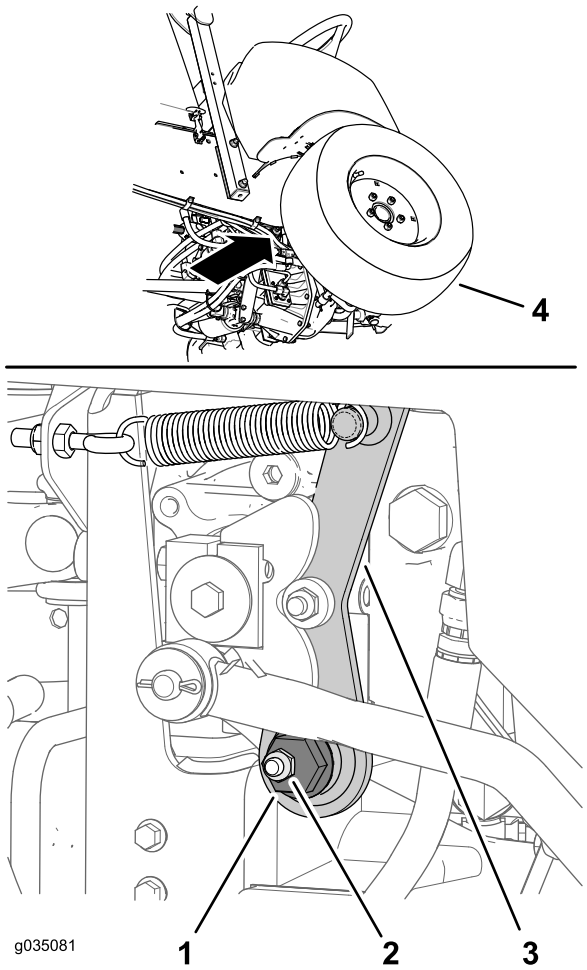

Figur 70
1. Lokalisera den excentriska sexkantsbrickan till höger om hydraulpumpen och under styrkonsolen (Figur 70).
2. Lossa fästmuttern så att kan du flytta den excentriska sexkantsbrickan (Figur 70).
4. Vrid den excentriska sexkantsbrickan moturs tills framhjulet börjar snurra framåt, och vrid den sedan medurs tills framhjulet börjar snurra bakåt (Figur 70).